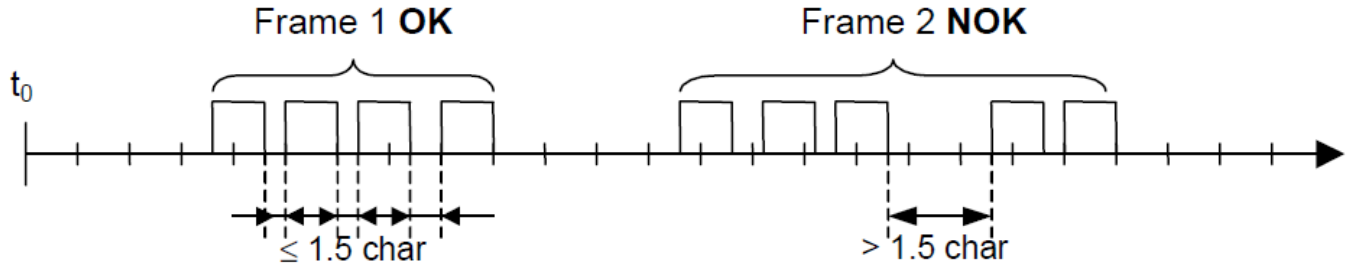

Рисунок 10
- Сообщение состоит из последовательности байтов. Эти байты должны отправляться без каких-либо задержек. Максимально допустимый интервал между двумя знаками сообщения не может превышать 1,5T, где T – время передачи одного знака (11 битов). Если интервал времени между двумя знаками превысит 1,5T, сообщение может быть определено принимающим устройством как неправильное и отклонено (рисунок 10).